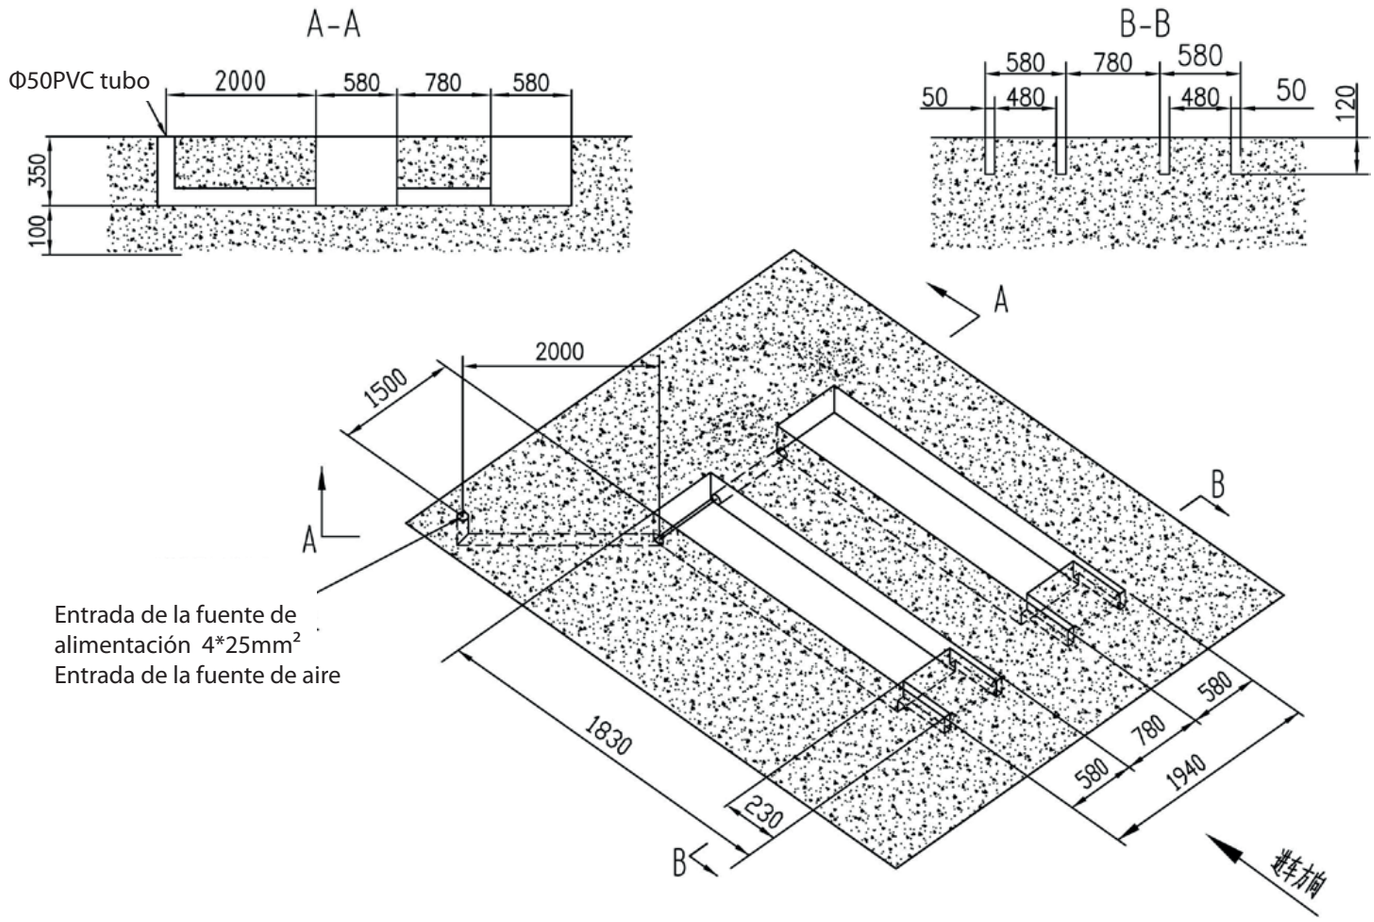

Fig. 3
A.Ubicación de la instalación (Ver Fig. 3)